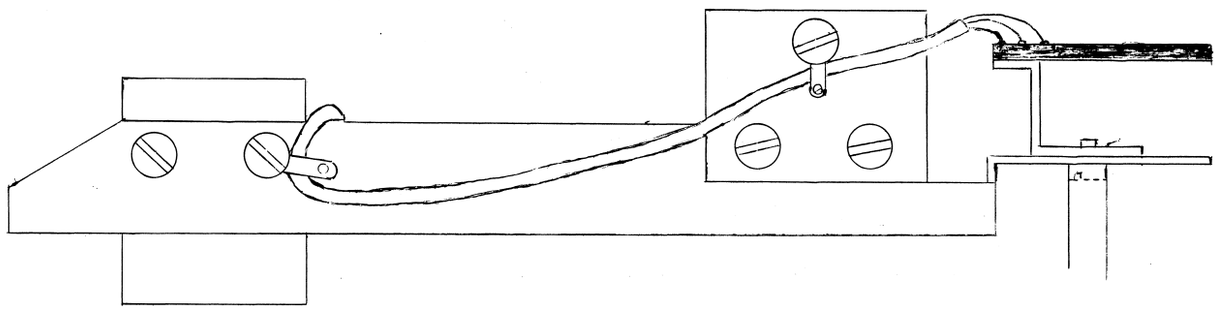

Fig. 1
g. Secure the motor print with a 2.6x8 screw, next to the flywheel underneath the indicator, Also secure the flat spring of the indicator with this screw, see fig. 1.
h. Fit a soldering tag under one of the screws of the flywheel bracket and under one of the screws of the motor screening, see Fig. 1.